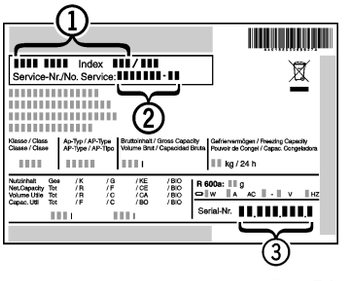

*Fig. 51*
- ▶ Relever la désignation de l'appareil *Fig. 51 (1)*, le n° de service *Fig. 51 (2)* et le n° de série *Fig. 51 (3)* sur la plaquette signalétique. Cette plaquette se trouve sur la paroi intérieure gauche de l'appareil.
- ▶ Informer le S.A.V. et lui communiquer la panne, la désignation de l'appareil *Fig. 51 (1)*, le n° de service *Fig. 51 (2)* et le n° de série *Fig. 51 (3)*.